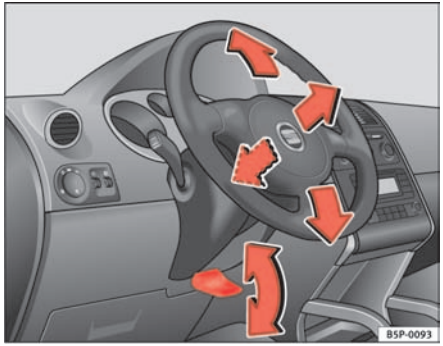

Fig. 127 Adjusting the steering wheel position
– Push the lever under the steering column ⇒ fig. 127 down ⇒ ⚠.